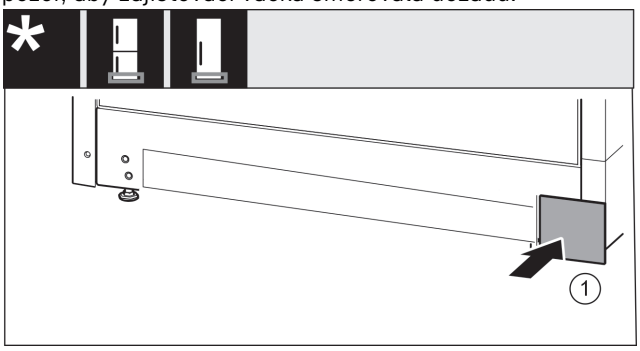

Fig. 50
▶ Kryt *Fig. 50 (1)* opět nasaďte na druhé straně.